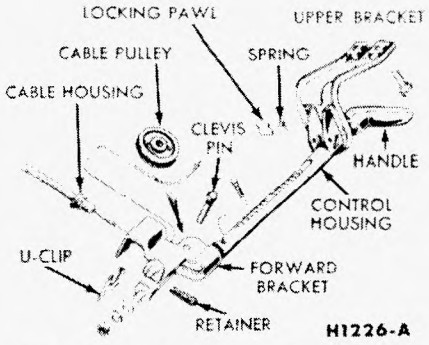

FIG. 39—Control Handle Assembly
1. Remove the hairpin-type retainer and the clevis pin, then remove the cable pulley from the control housing (Fig. 39). Remove the U-shaped clip and disconnect the cable housing from the forward bracket.
1. Position the control assembly so that the forward bracket mounting studs enter the holes in the dash panel, and the upper bracket is aligned with the mounting holes in the instrument panel (Fig. 39).